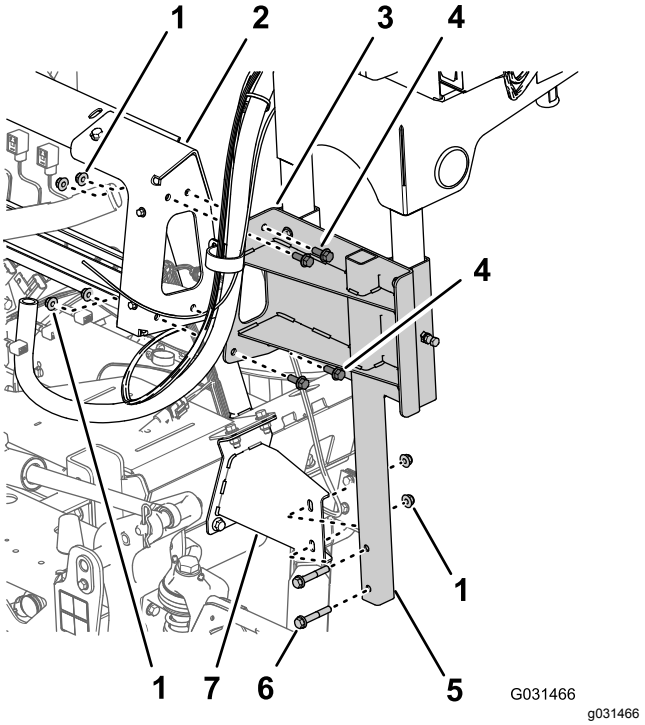

Figur 22
2. Ta bort de två flänsskruvarna (3/8 x 2 1/4 tum) och de två flänslåsmuttrarna (3/8 tum) som håller fast den nedre rörramen för den svängbara slangvindan på monteringsfästet på maskinens högra ramkanal (Figur 22).
3. Ta bort de fyra flänsskruvarna (3/8 x 1 tum) och de fyra låsmuttrarna (3/8 tum) som håller fast den svängbara slangvindans stödkanal på sprutventilernas grenrörsfäste (Figur 22).